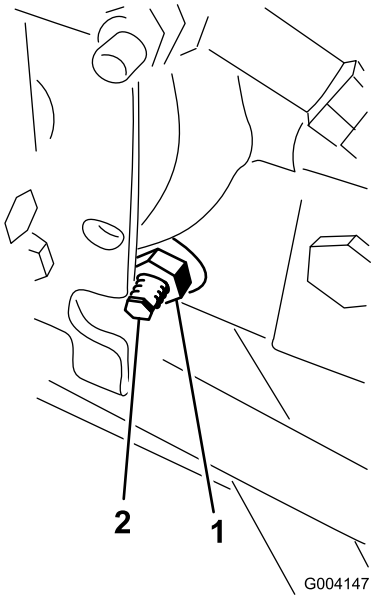

Figur 59
3. Løsn låsemøtrikken på traktionsjusteringsknasten til højre for hydrostaten (Figur 59).